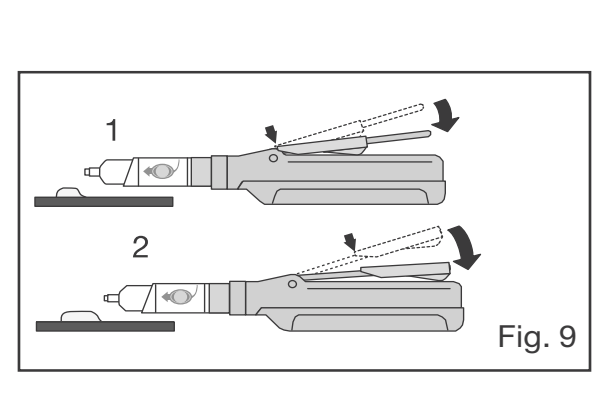

Fig. 8
f) Etter dosering, utløs stemplet. Trekk røret tilbake og fjern blandespissen (Fig. 8). Rens magasinets spisser og sett hetten på igjen (Fig. 11).
f) Na het aanbrengen de hefboom loslaten. Schuif het schuifdeel terug en verwijder de mengnaald (Fig. 8). Reinig de cartridge opening en herplaats de afsluitdop (Fig. 11).